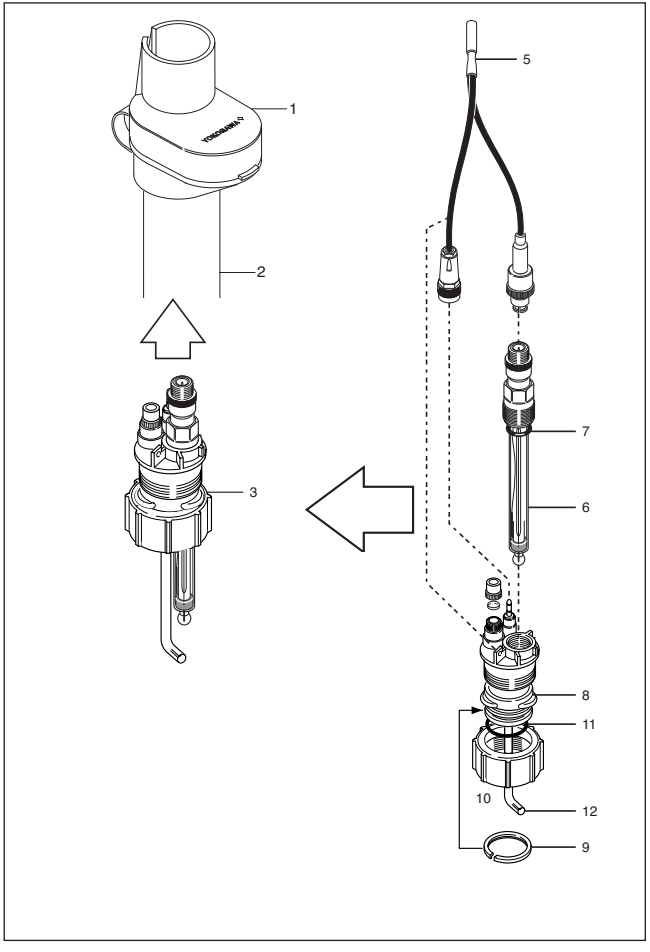
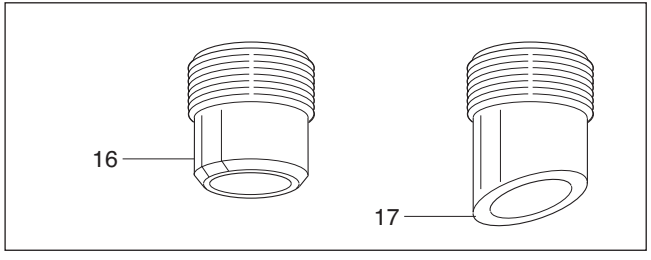
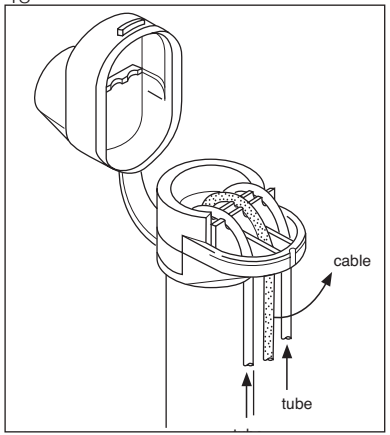

Figure 20. Exploded view subassembly
Figure 23. Adapters used for welding
Figure 26. Tubing and cabling leads
The Compact Probe is delivered in parts and has to be put together before it can be used. Check if all the standard parts of the EXA Compact Direct Insertion Probe: no. 1,2,3 and 4 (see fig. 20 and table 2) and (when ordered) the optional parts: no. 12-17 (see fig. 23 and 24 and table 2) are delivered and in accordance with the modelcode.
Table 2, PS20: Parts and Options (see fig. 20, 23 and 24)
Mounting (see fig. 20, 23, 24 and table 2)
(1) Push the rubber cap (1) onto the protection hood (2)
(2) Open the rubber cap and guide the combination cable (5) through the protection hood.
(3) Screw the electrode (5) with “O”-ring (6) into the basic holder (3)
(4) a. Connect the combination cable (5) onto the electrode and liquid earth connector of the basic holder (see fig. 20).
(5) When using an EXA Compact Probe with chemical cleaning or flow electrode: see § 5 and 6 respectively.
(6) Push the protection hood onto the rubber-clamping ring to fix it at the basic holder.
(7) Pull at the cable and clamp it into the middle ‘hole’ (cut out) of the rubber cap (fig 26). Close the rubber cap.
(8) (Attention: check if the “O”-ring (11) is still in place in the basic holder). Now the Direct Insertion Probe can be easily screwed onto a 1¼”BSP male process connection (like all options have) by screwing the fixing nut (9) handtight. (Attention: do not tape the screwthread of the process connection!)
Maintenance (see fig. 20)
(1) By simply unscrewing the fixing nut (10) and lifting up the basic holder from the process connection, the electrode is accessible for calibration or inspection.
(2) To get access to the connection at the top of the basic holder, first open the rubber cap and pull the cable upward out of the middle 'hole' of the cap (see fig. 26). When tubes for KCl or chemical cleaning agent are used, they must be pushed upwards through the holes to create space. Then the protection hood with cap can be easily lifted from the basic holder.
(3) Now the electrode can be removed very easy without twisting the cable by unscrewing the Pg 13.5 nut at the electrode. (Attention: the "O"-ring at the electrode should be replaced regularly to prevent leakage).
(4) All "O"-rings at the basic holder should be checked frequently to ensure a proper watertight sealing.